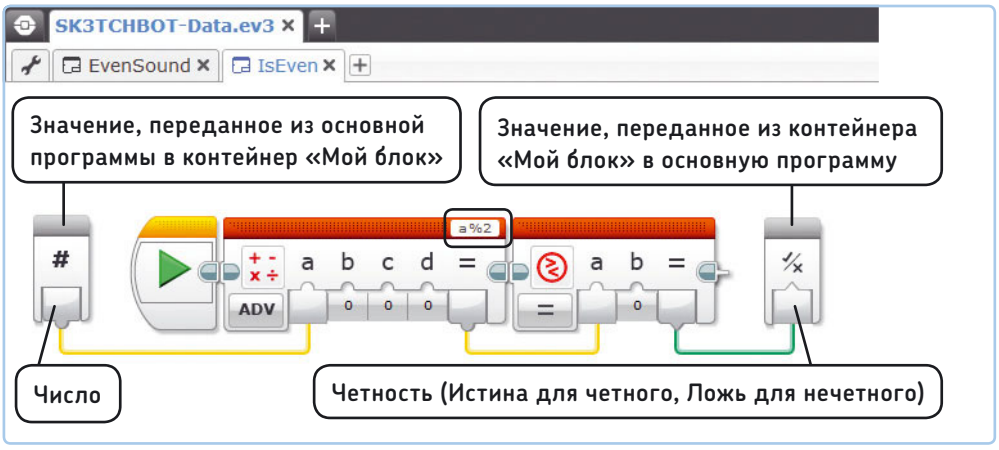

*Рис. 15.30. Настройка блоков в контейнере **IsEven***
4. Теперь завершите работу с контейнером «Мой блок», настроив оба блока и подключив шины данных, как показано на рис. 15.30. В блоке **Математика** (Math) используется оператор деления по модулю (%), который вычисляет остаток от деления двух чисел. В этом примере он сообщает остаток от деления входного значения **a** на 2. Четные числа делятся на 2, поэтому остаток будет равен 0, и блок **Сравнение** (Compare) выдаст значение **Истина** (True). Для нечетных чисел остаток не будет равен 0, поэтому блок **Сравнение** (Compare) выдаст значение **Ложь** (False). Например, выражение 7/2 даст в остатке 1, и блок **Сравнение** (Compare) выдаст значение **Ложь** (False), сообщающее, что на ввод передано нечетное число.